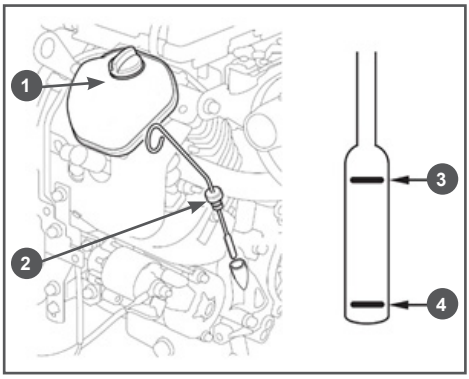

Рис. 4 Заправка двигателя маслом
2. Открутите крышку 1 маслозаливной горловины и извлеките щуп 2 (Рис. 4). Для примера, на Рис. 4 показан двигатель G680HKE.
5. Аккуратно вытащите щуп и осмотрите его. Уровень масла должен соответствовать верхней отметке 3 на щупе (Рис. 4). При необходимости, долейте масло и доведите его уровень в картере до требуемого уровня.
2. Извлеките масляный щуп 2 (Рис. 4).
При недостаточном уровне масла в картере необходимо долить чистое масло до верхней отметки 3 на щупе (Рис. 4).